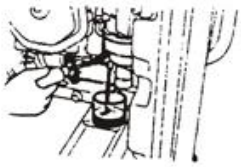

Рис. 47
8.3 Злийте пальне з карбюратору (Рис. 47).